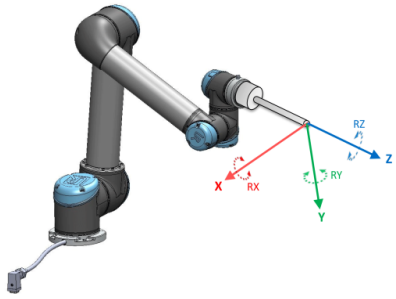

Figure 13.2: ツール (TCP) のフィーチャー
- ツールフィーチャー: 現在の TCP 中心に位置 (図13.2参照)